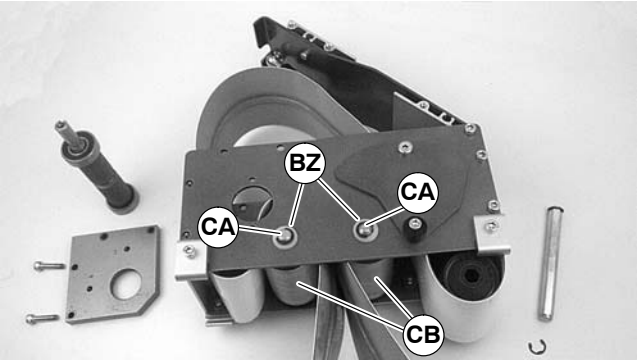

Figure 46
- For 44 mm, 70 mm or 95 mm wide conveyor, detach E-ring clips and remove washers (BZ of Figure 46). Remove pulley shafts (CA) and pulleys (CB).